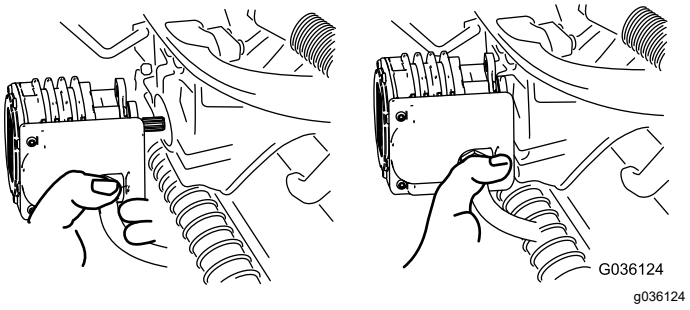

Figura 58
4. Mueva el motor al lugar de almacenamiento en la parte delantera del brazo de suspensión (Figura 58).